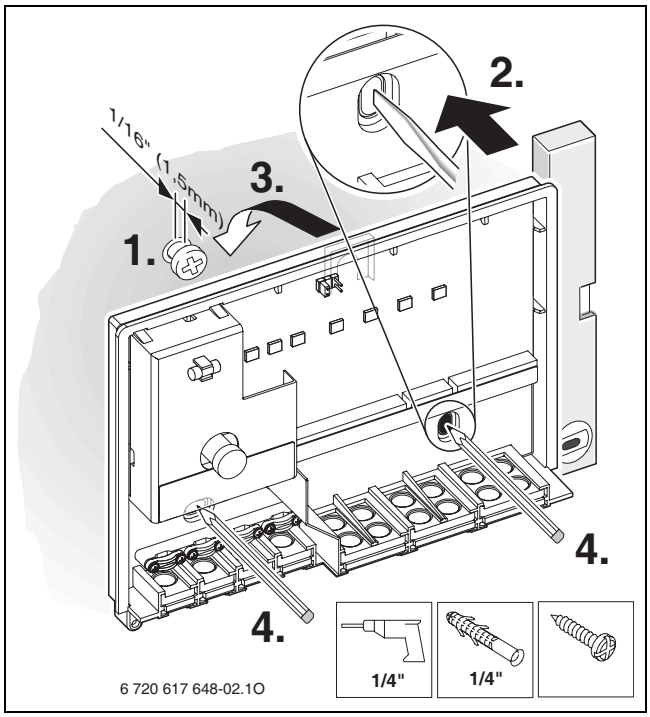

Fig. 8 Vis de fixation supérieure
- Pour la vis de fixation supérieure, percer un trou d'un Ø ¼" de 6 mm, insérer la cheville et enfoncer la vis de 0.05" (1,5 mm) (→ fig. 8).
- Percer des trous d'un Ø ¼" de 6 mm et insérer les chevilles (→ fig. 8).